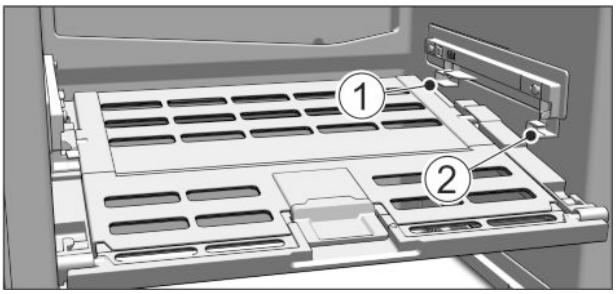

Fig. 74
▶ Replacing the Fruit & Vegetable safe cover: Guide the ridges on the cover into the rear brackets *Fig. 74 (1)* and click it into the front bracket *Fig. 74 (2)*.